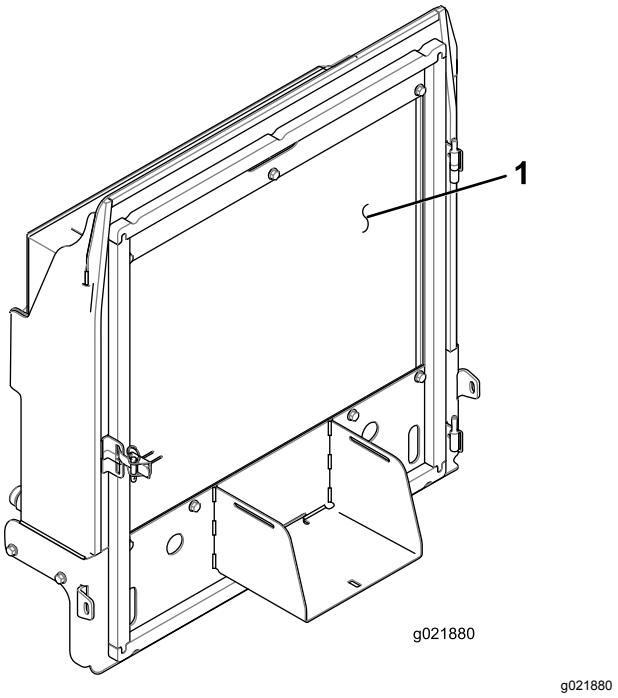

Figuur 85
4. Reinig beide zijden van de radiateur/oliekoeler grondig Figuur 85) met perslucht.